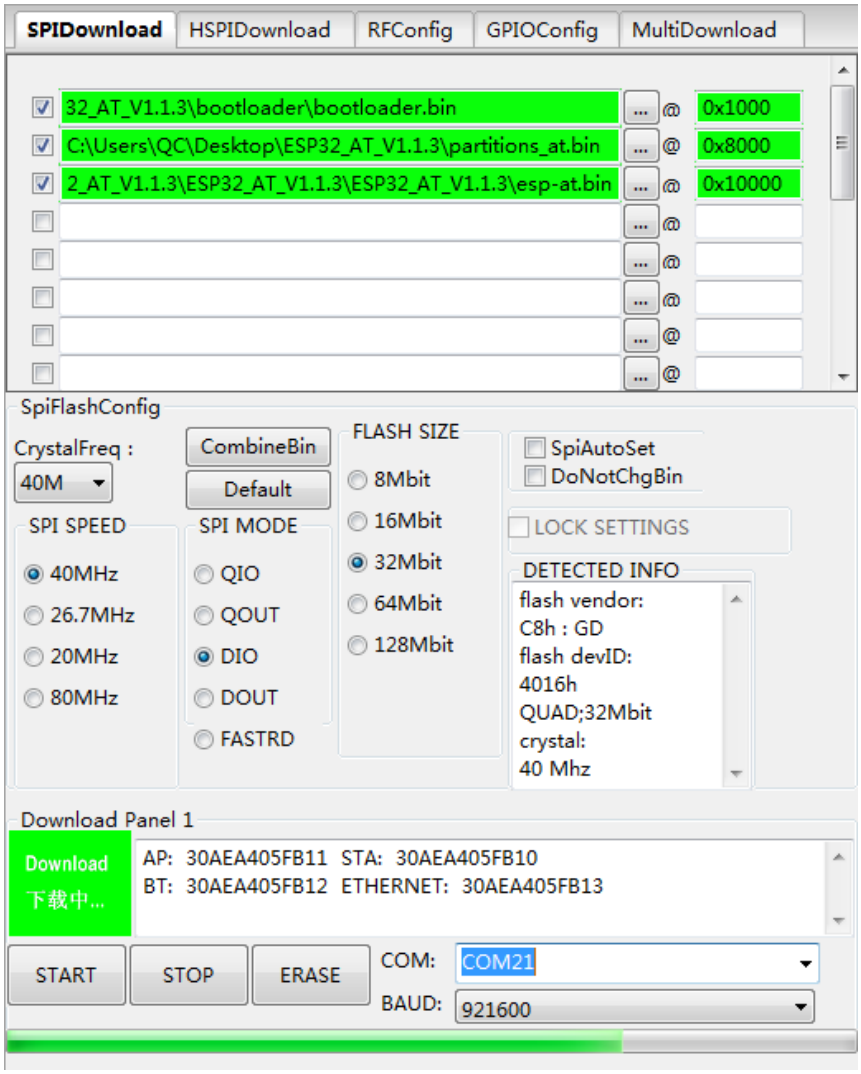

图 4-3. 正在下载
3. 点击 ***START*** 开始下载。下载过程中，下载工具会读取 flash 的信息和芯片的 MAC 地址，如图 4-3。